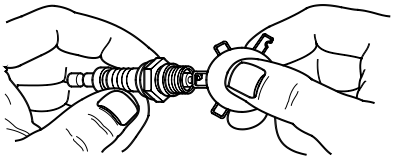

Figure 4-5. Spark Plug
3. Inspect electrode gap with wire feeler gauge and reset spark plug gap to 0.6 - 0.7mm (0.024 - 0.028 in). See *Figure 4-5*.